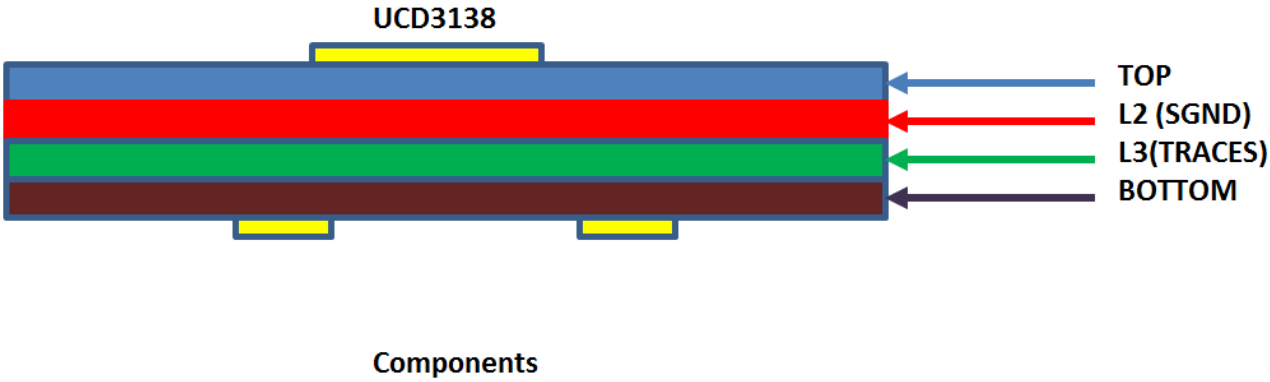

図 12-1. Optional Ground Layer Assignment
- Use one whole layer (L2) for SGND plane as shown in 図 12-1. Use many vias (such as 9 vias) to connect the extended power pad to the internal SGND plane layer. It is preferred to have the vias close to AGND pins and DGND pins of the device.